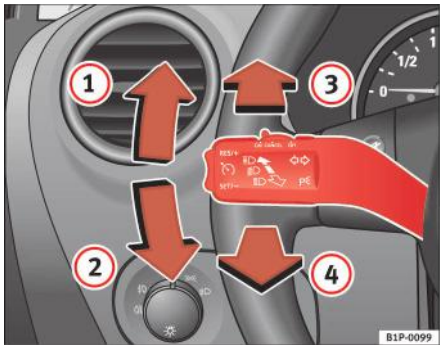

Fig. 77 Indicatorul şi maneta pentru faza lungă a farurilor
– Deplasați maneta complet în sus ⇒ fig. 77 (1) pentru a indica **dreapta** şi complet în jos (2) pentru a indica **stânga**.
– Deplasaţi maneta în faţă ⇒ pagina 121, fig. 77 (3) pentru a porni faza lungă a farurilor.